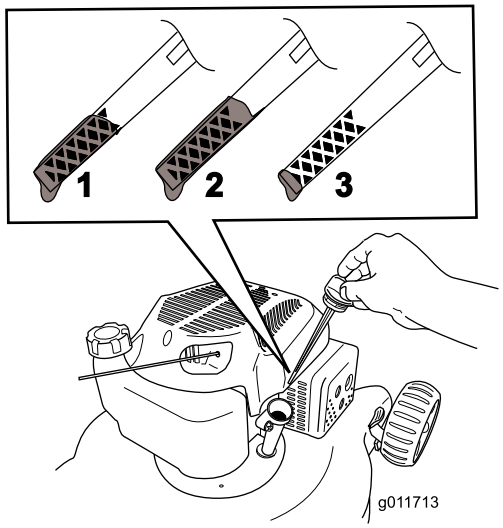

Figur 4
2. Fjern peilestaven (Figur 4).
3. Hell olje **langsomt** i oljepåfyllingshullet, vent noen minutter og kontroller oljenivået på peilestaven ved å tørke av peilestaven og sett så inn oljepåfyllingslokket, **uten skru det på plass,** i hullet (Figur 4).
Merk: Fyll motorveivhuset med olje til peilestaven viser at motoroljenivået er korrekt som vist i Figur 4. Hvis du fyller for mye olje på motoren, fjern den overflødige oljen som oppgitt i Skifte motoroljen.